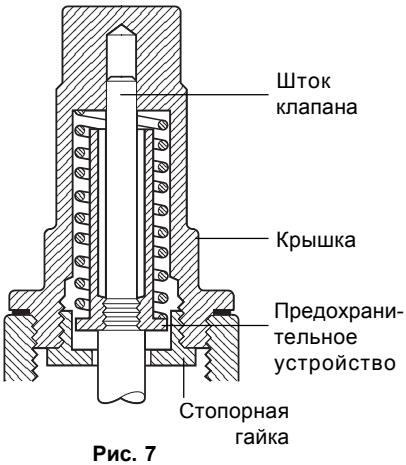

Рис. 7
4.4 Клапан SBRA с предохранительным устройством (Рис. 7 и 8)
- Перекройте доступ среды и снимите крышку с клапана (см. Рис. 7).